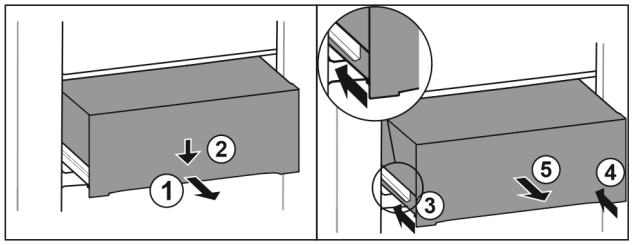

Fig. 225
▶ Lade er half uittrekken. *Fig. 225 (1)*
▶ Schuiflade aan de voorzijde omlaag drukken. *Fig. 225 (2)*
▶ Linker rail ca. 2 cm inschuiven. *Fig. 225 (3)*
▶ Rechter rail ca. 2 cm inschuiven. *Fig. 225 (4)*
▶ Lade naar voren toe verwijderen. *Fig. 225 (5)*